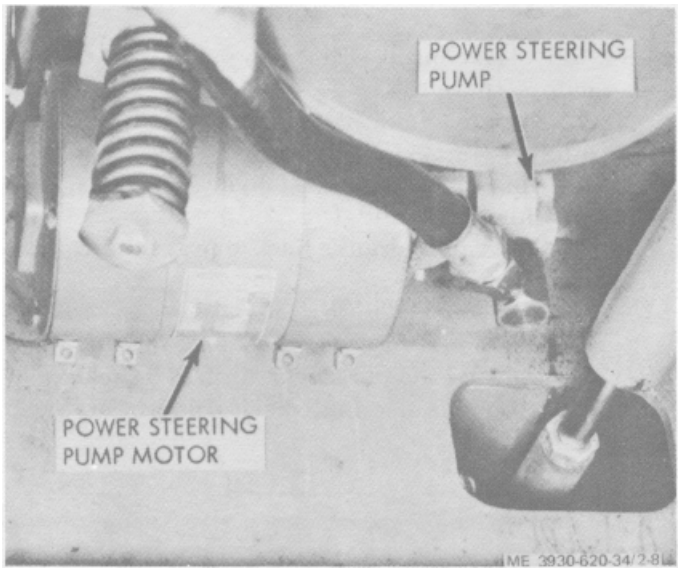

Figure 2-8. Power steering pump and motor.
(1) Disconnect battery and discharge capacitors (para 2-5).
(2) Install wheel chocks forward and aft of front wheels to prevent lift truck from moving.
(3) Using a suitable lifting device, raise front end of lift truck above the ground, as required.
(4) Install blocking and remove lifting device.
(5) Tag and disconnect hydraulic inlet and outlet lines from power steering pump. (fig. 2-8.)
(6) Plug ends of both hydraulic lines to prevent dirt and other foreign matter from entering hydraulic system.
(7) Remove screws and lock washers securing power steering pump to pump motor.
(8) Remove power steering pump and coupling from pump motor.
(1) Apply a thin coating of no. 2 wheel bearing grease to power steering pump coupling and install coupling on motor. (fig. 2-8.)
(2) Secure power steering pump to pump motor using screws and lock washers.
(3) Remove plugs from ends of hydraulic lines.
(4) Connect hydraulic lines to power steering pump.
(2) Raise the lift truck and block it in position.
(3) Remove thermal relay (TM 10-3930-620-12).
(4) Tag and disconnect cables to pump motor. (fig. 2-8.)
(5) Remove screws and lock washers securing pump to pump motor.
(6) Remove screws and lock washers securing pump motor to truck frame.